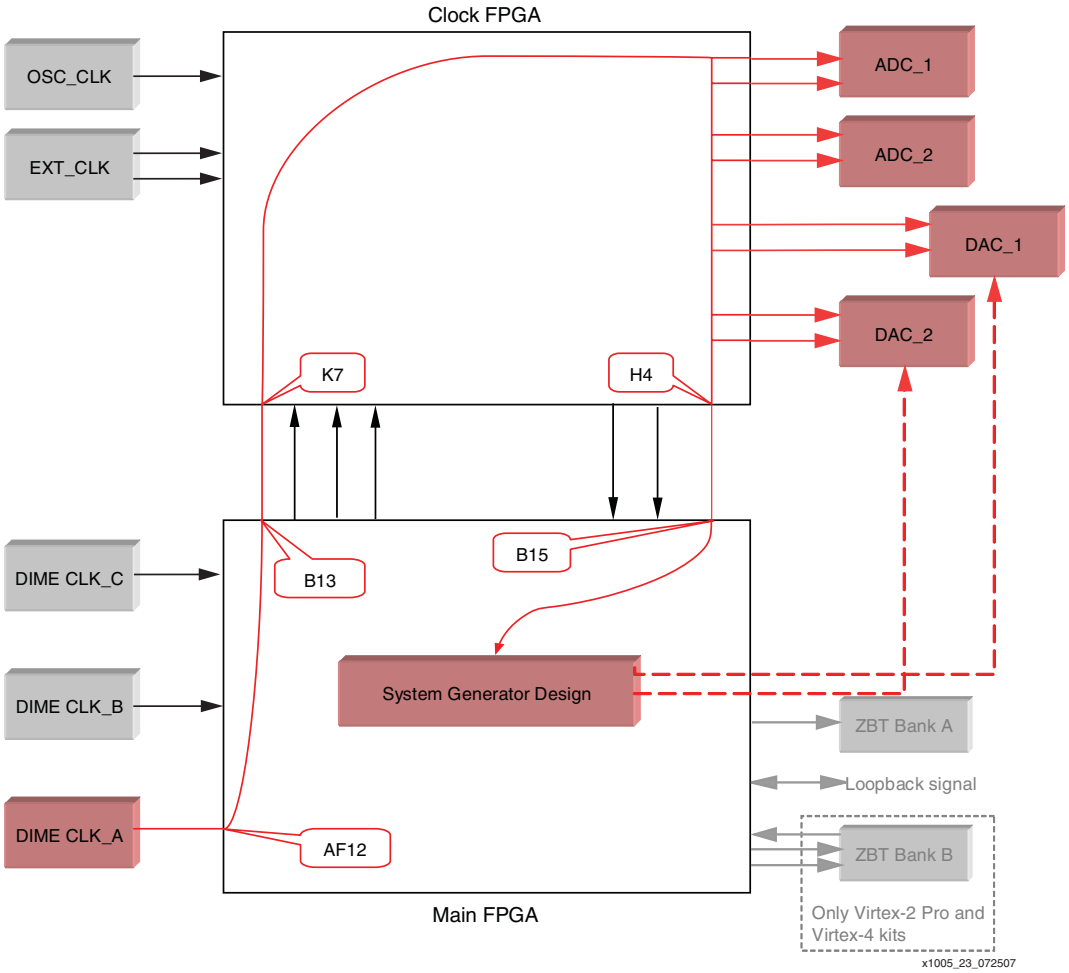

*Figure 22:* **Clock Routing for Example 3**
**Clock routing**: See Figure 22.